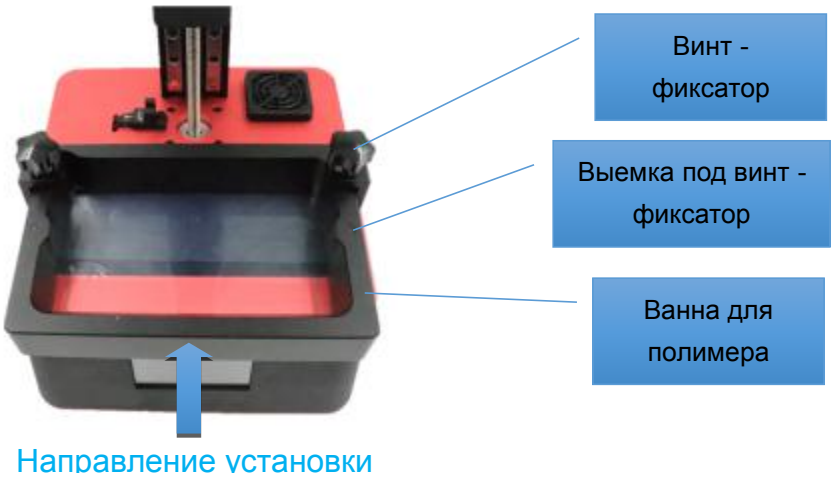

Рис.7
14. Убедитесь, что ванна для полимера в хорошем состоянии и чистая. Прозрачная плёнка, установленная на дно ванны, должна быть хорошо натянута, не иметь пузырей или провисаний, сквозных повреждений, помутнений. Если на плёнке наклеено защитное покрытие, удалите его. Перед каждой установкой ванны убедитесь, что экран печати сухой и чистый, так же сухая и чистая нижняя поверхность плёнки ванны. Установите ванну, чтобы выемки на верхней боковой кромке ванны совпали с винтами - фиксаторами, как показано на рис.7. Для закрепления закрутите винты с обеих сторон без особого усилия.